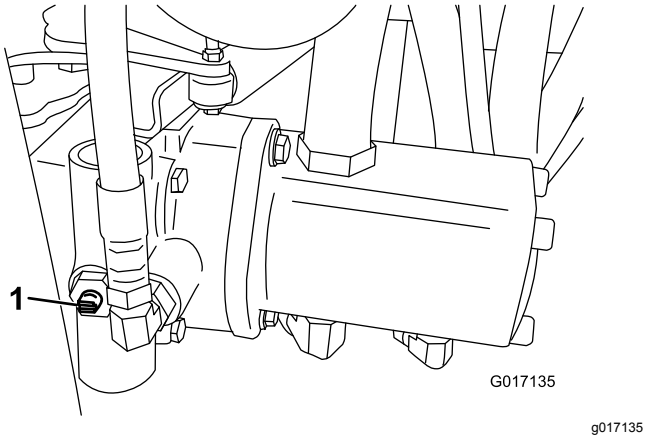

Figur 32
1. Finn omløpsventilen på pumpen, og vri den slik at åpningen står vertikalt (Figur 32).
2. Før du starter motoren, må du stenge omløpsventilen ved å vri den slik at åpningen står horisontalt (Figur 32). Ikke start motoren når ventilen er åpen.